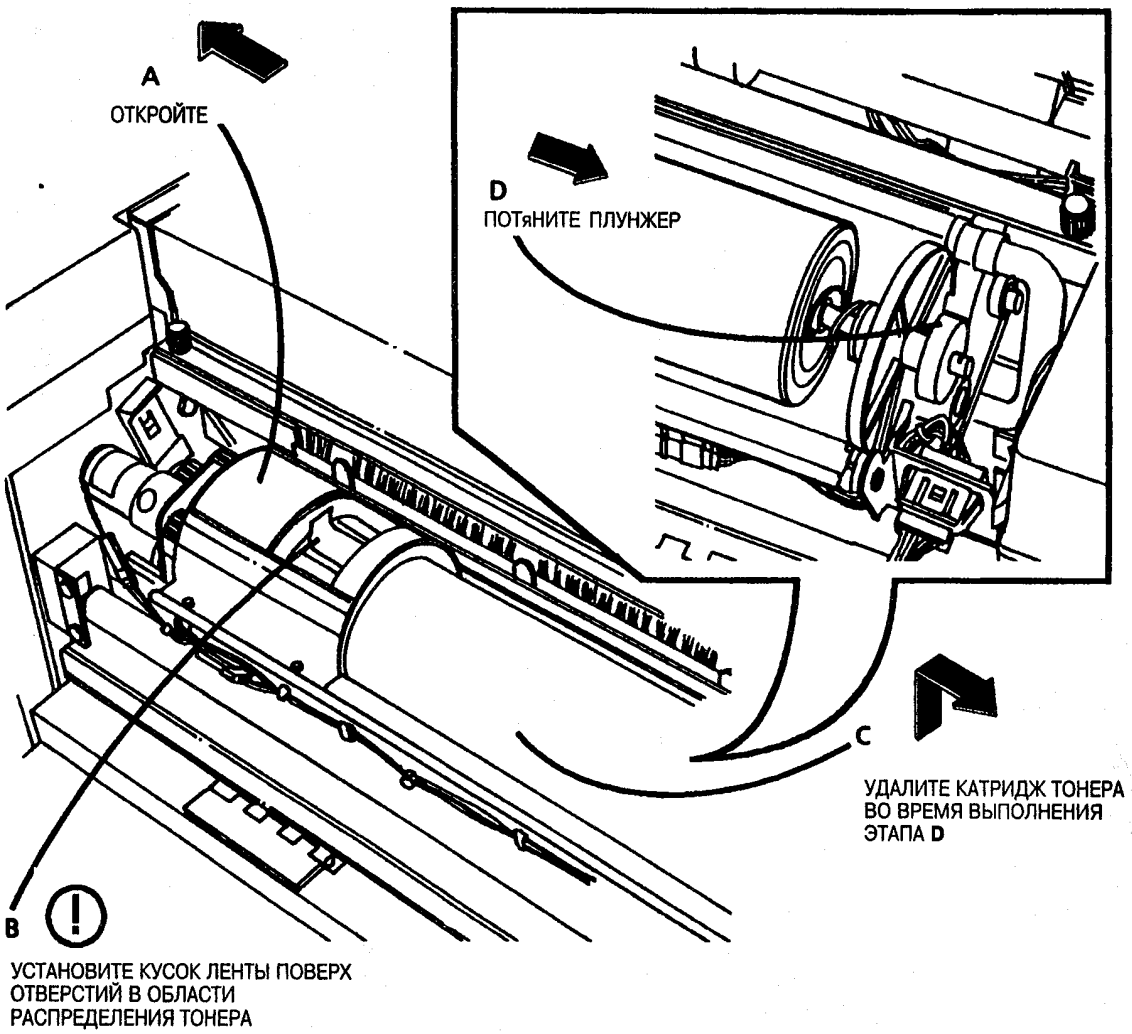

Рис. 7. Удалите катридж тонера
14. (Рис. 7): Удалите катридж тонера.